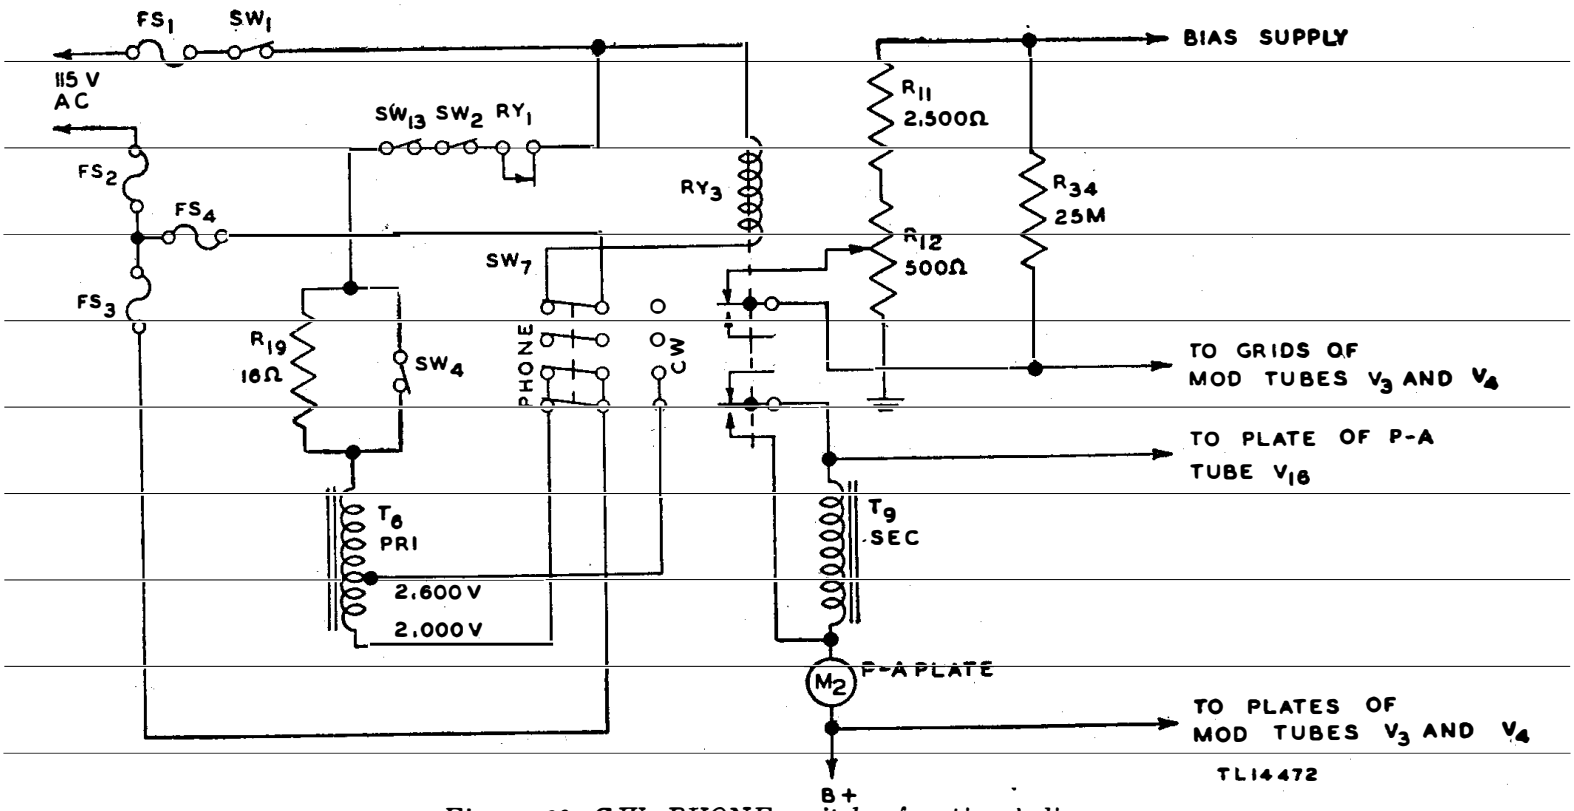

Figure 69. C.W. PHONE switch—functional diagram.
e. C. W. PHONE SWITCH SW_7 (fig. 69). C. W. PHONE switch SW_7 is a four-pole, double-throw toggle switch located on the front panel of the transmitter. Its purpose is to select either c-w or phone operation. In the C. W. position, switch SW_7 applies a-c power to only a portion of the primary winding of transformer T_6. Thus full plate voltage is applied to the p-a tube. In the PHONE position, switch SW_7 applies a-c power to the whole primary winding of transformer T_6 and, as a result, reduced plate voltage is applied to p-a tube V_{16} and modulator tubes V_3 and V_4. Two poles of switch SW_7 are connected in parallel to carry the primary current required by transformer T_6. In the PHONE position, another pole on switch SW_7 applies voltage to the coil of relay RY_3. The contacts on relay RY_3 short-circuit the secondary winding of modulation transformer T_9, and these contacts remain closed until current flows through the coil of relay RY_3. One pole on switch SW_9 is not used.